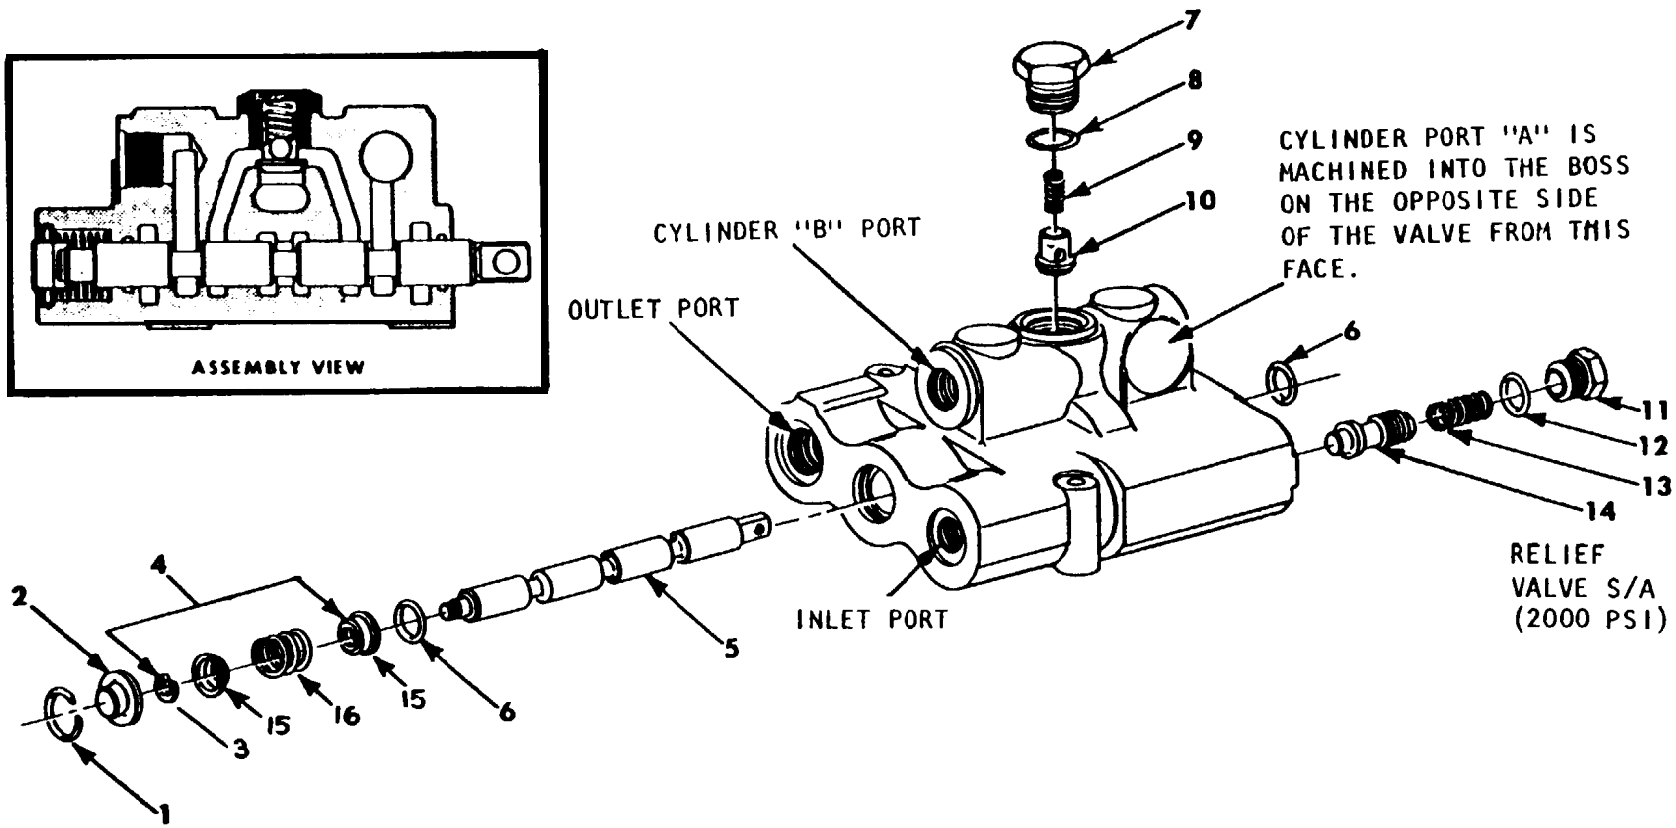

FIGURE 6-10.
Figure 6-10 is an exploded view showing the proper relationship for reassembly. Refer to this figure in the procedures which follow.
b. End Caps - Remove the snap ring (Item 1 in Fig. 6-10) which secures the spool and cap and remove the cap (Item 2 in Fig. 6-10).
C. Operating Spool - Slide the spool (Item 5 in Fig. 6-10) out of its bore from the cap end and remove the "o"-rings (Item 6 in Fig 6-10) from the valve body around the spool base. DO NOT remove the centering spring assembly (Item 4 in Fig. 6-10) unless it is necessary to replace it.
d. Check Valve - Remove the check valve plug (Item 7 in Fig 6-10). Remove the "o"-ring (Item 8 in Fig. 6-10). Remove the spring (Item 9 in Fig. 6-10) and poppet (Item 10 in Fig. 6-10) from the valve body.
e. Relief Valve - Remove the relief valve plug (Item 11 in Fig. 6-10). Remove the "o'-ring (Item 12 in Fig. 6-10). Remove the spring (Item 13 in Fig. 6-10) and relief valve (Item 14 in Fig. 6-10) from the valve body.
a. Valve Body - Install new "0"-rings on port plugs and plug the appropriate valve body ports (Refer to Fig. 6-10). Install plugs in cylinder "B" port, inlet port and cylinder "a" port).
b. Relief Valve - Install "o" ring on relief valve plug (Item 12 to 11 in Fig 6-10). Place relief valve assembly (Item 14 in Fig. 6-10) in its bore. Install spring and plug (Item 13 and 11) in its bore and tighten plug securely but DO NOT overtighten.
C. Check Valves - Install a new "0"-ring (item 8 in Fig. 6-10) on the check valve plug (Item 7 in Fig. 6-10) Place poppet (Item 10 in Fig. 6-10) and spring (Item 9 in Fig. 6-10) in the valve body and install the plug (Item 7 in Fig. 6-10).
d. Operating Spool. Install new "0"-rings (Item 6 in Fig. 6-10) in "0"-rings grooves in the valve body at each end of spool bore. Install spool (Item 5 in Fig. 6-10) in its base from cap end. Install end cap (Item 2 in Fig. 6-10) and end cap retainer (Item 1 in Fig. 6-10).